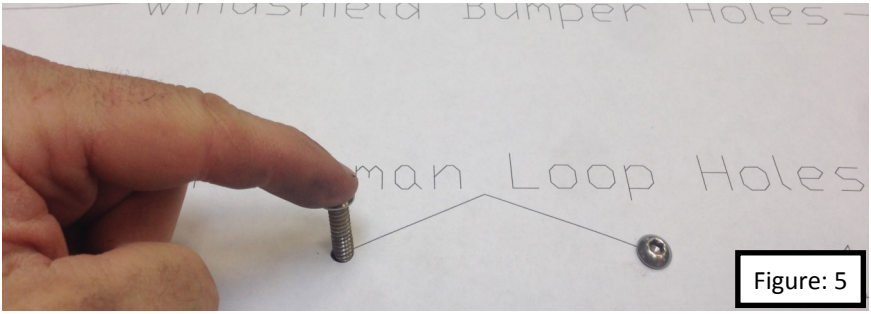

Figure: 5
6. Using two 1/2” bolts and two 1/4” bolts locate the template using the footman loop holes (1/4”) and the windshield bumper holes (1/2”). Figure: 5 & 6